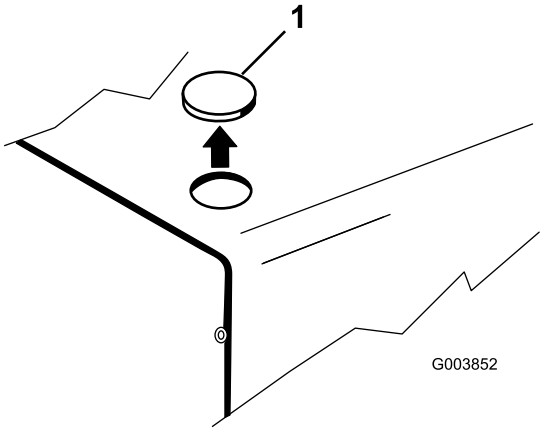

Figur 3
1. Fjern prop fra hullet i forreste venstre hjørne af motorhjelmen (Figur 3).